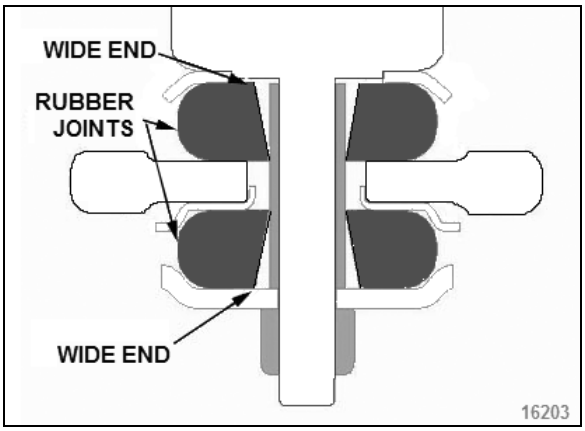

**FIGURE 40: LOWER SHOCK MOUNTING BUSHINGS**
3. On the lower mounting, take care to install the rubber joints with the wide end of the tapered hole as shown in Figure 40.